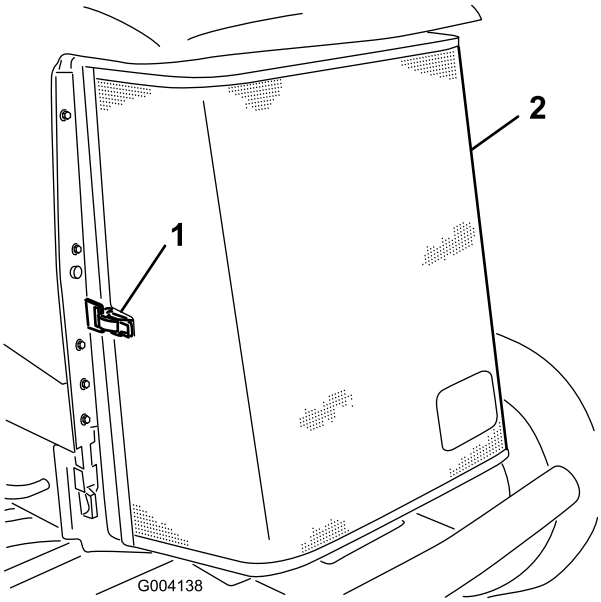

Rysunek 71
3. Odepnij zatrzask i otwórz tylną osłonę (Rysunek 71).